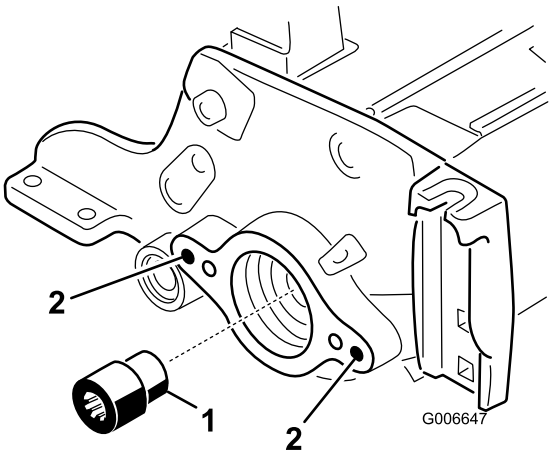

Figura 7
12. Usando la Herramienta para el eje del molinete, retire el inserto acanalado del extremo del motor del eje del molinete (Figura 7). Utilice la herramienta del eje de arrastre del molinete, Nº de Pieza TOR4074. Limpie toda la grasa del taladro roscado donde estaba el inserto acanalado.
13. Instale el inserto acanalado nuevo (más largo) en el eje del molinete (Figura 7). Aplique Loctite azul a la rosca del inserto antes de la instalación. Apriete a 115–129 N·m.
15. Usando una terraja de 3/8-16, retire la pintura de los taladros de montaje exteriores de las chapas laterales derecha e izquierda (Figura 7).